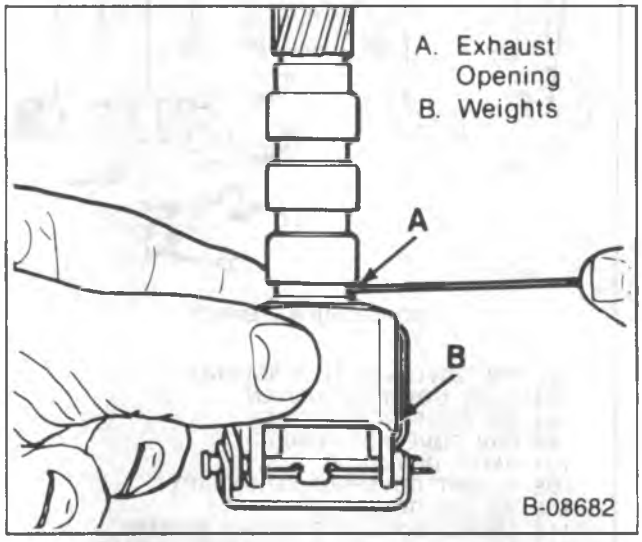

Figure 63—Measuring the Governor Valve Exhaust Opening
- Valve exhaust opening. With the weights held all the way inward, the opening should be 5.1 mm (0.020 in.) (figure 63).